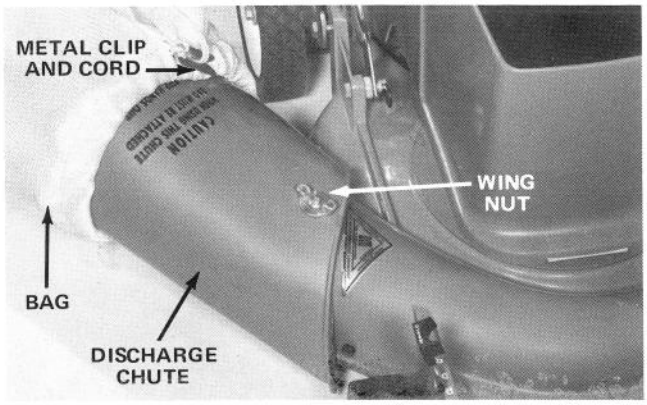

Figure 22
3. Install discharge chute on mounting screw with wing nut (Fig. 22).
4. Install open end of bag around discharge chute and secure bag in place by pulling cord tight; then slide cord and metal clip together (Fig. 22).